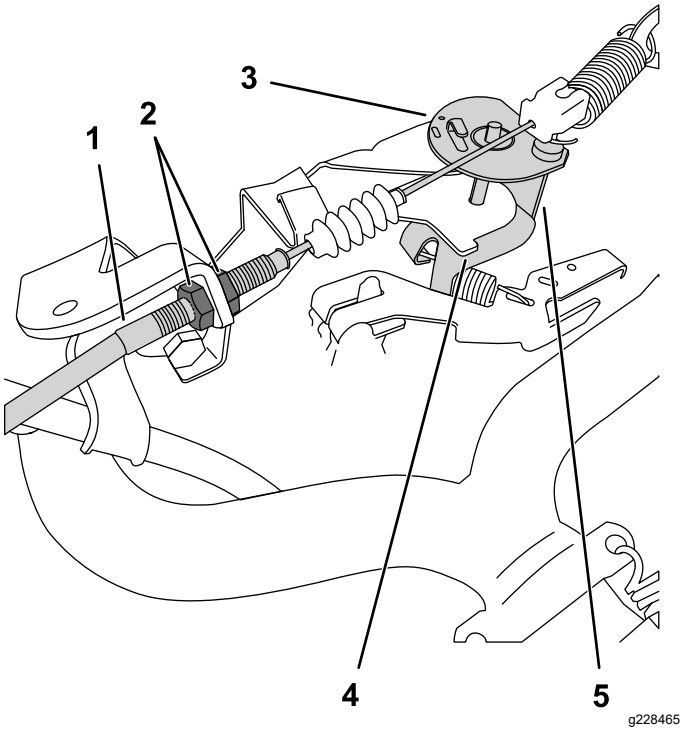

Figur 38
3. Öka låg tomgång genom att lossa den främre kontramuttern och dra åt den bakre kontramuttern vid gasvajern (Figur 38).